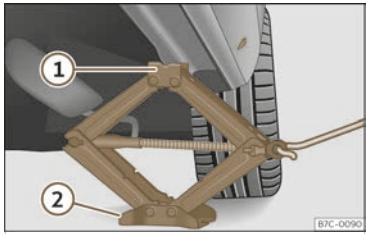

Fig. 255 Crossbar: mounting the jack on the vehicle.
- Turn the jack crank handle, located below the crossbar support point, to raise it until the tab ① ››› **Fig. 255** is below the housing that is provided.
- Align the jack so that the tab ① "grips" onto the housing provided on the cross member and the mobile base ② is resting on the ground. The base plate ② should fall vertically with respect to the support point ①.